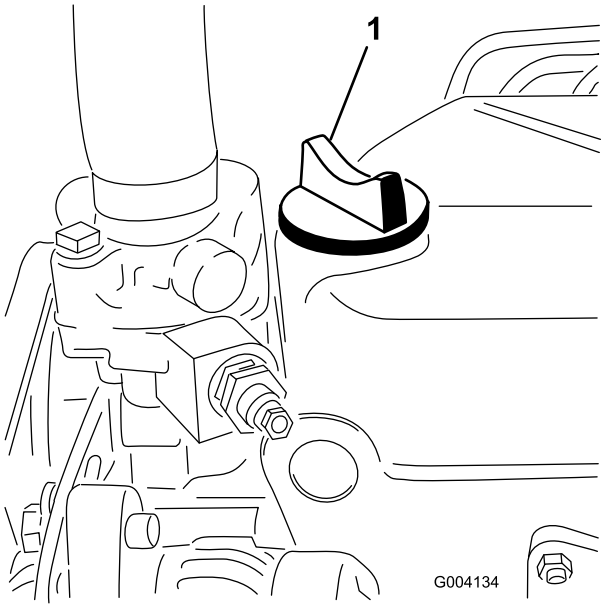

Figur 29
5. Om oljenivån inte når upp till markeringen Full på oljestickan, ska du ta bort påfyllningslocket (Figur 29) och fylla på olja tills nivån når upp till markeringen.